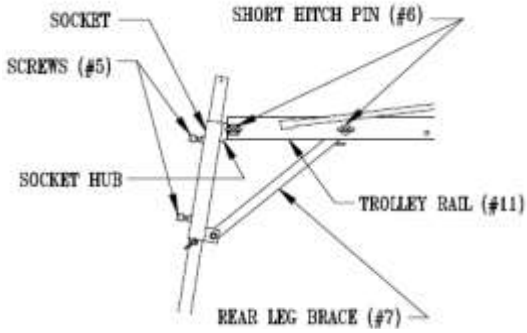

Figure 2
e) Refer to Figure 2. Slide rear leg brace #7 into the rear of the trolley rail assembly #11.